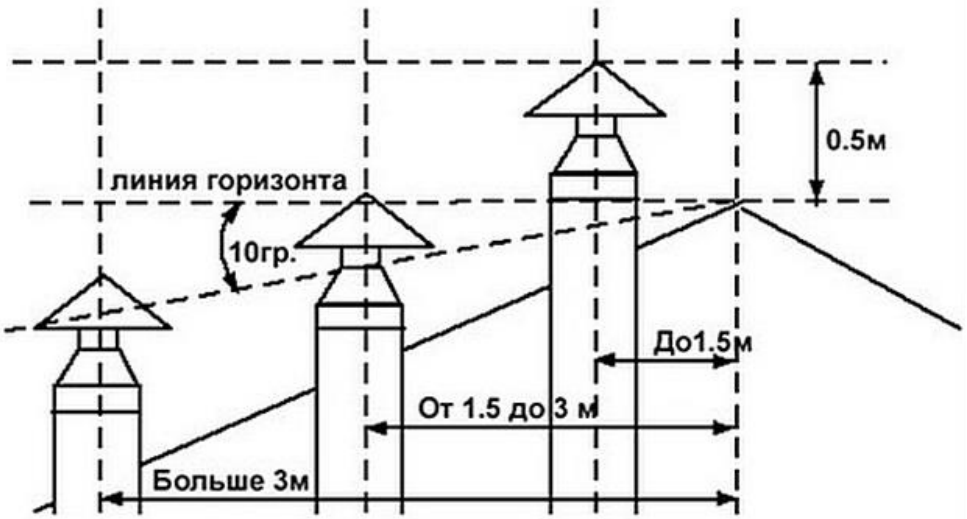

Рисунок 10 — Схема размещения дымоходов.
9.3.4 Высоту дымохода можно рассчитать, используя рисунок 10.